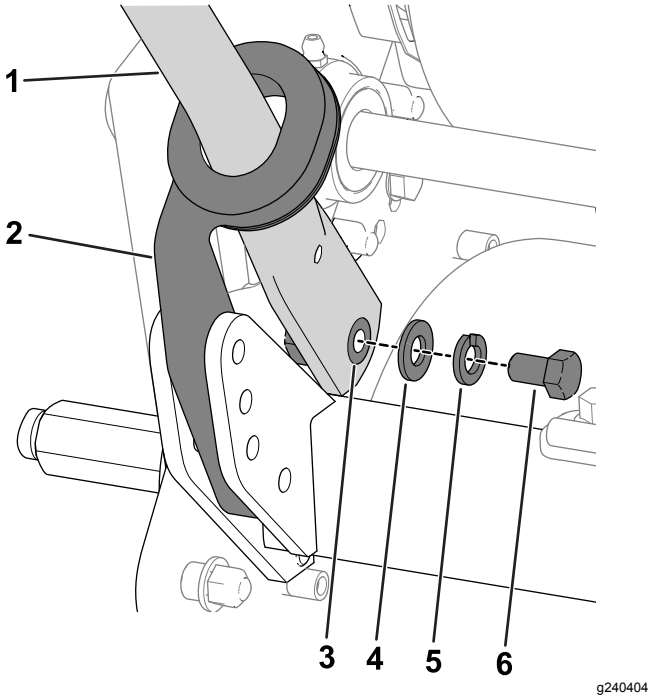

Rysunek 4
4. Ściśnij końce uchwytu do wewnątrz i zamontuj je na trzpieniach mocujących (Rysunek 4).
5. Zamocuj uchwyt do trzpieni mocujących przy pomocy wcześniej usuniętych śrub (⅜ cala), podkładek i podkładek blokujących (Rysunek 4).